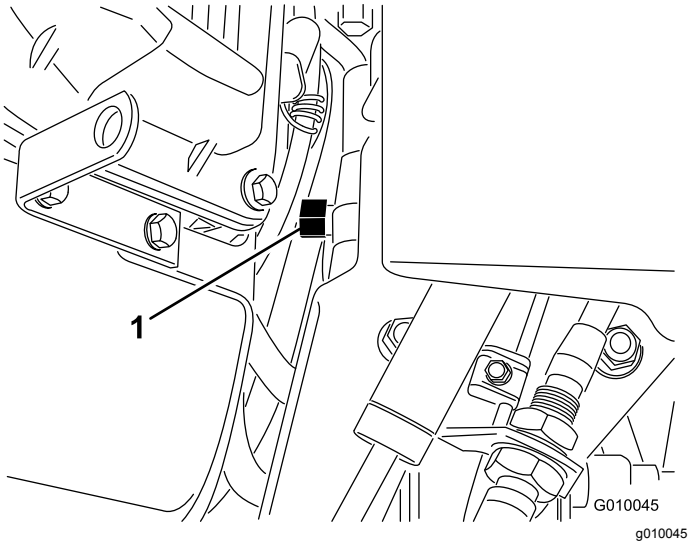

Rysunek 31
2. Zlokalizuj zawór obejściowy pomiędzy silnikiem i pompą hydrostatyczną (Rysunek 31).
3. Za pomocą klucza ⅝ cala obróć zawór obejściowy w lewo o 1 obrót. Umożliwi to przepływ oleju hydraulicznego z pominięciem pompy i możliwe będzie swobodne obracanie kół (Rysunek 31).
5. Aby użyć aeratora ponownie, obróć zawór obejściowy w prawo o jeden obrót (Rysunek 31).